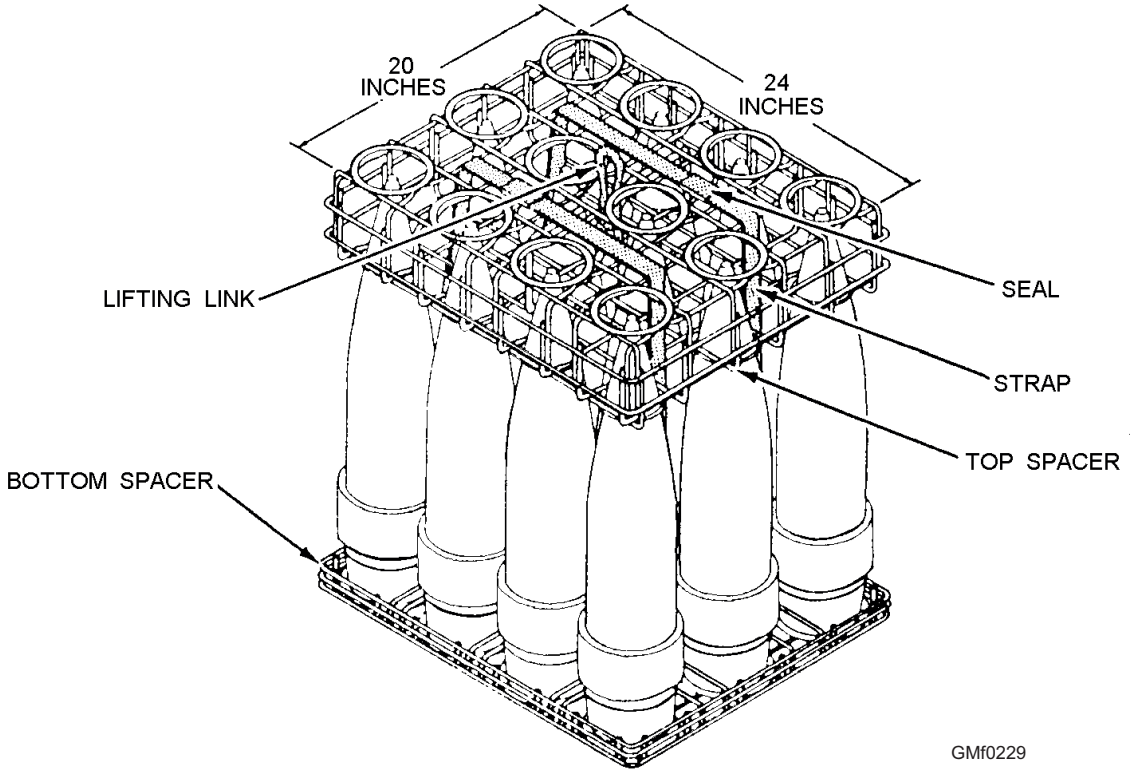

**Figure 2-29.—Mk 11 Mod 1 pallet adapter.**
**PALLET ADAPTERS**.—The Mk 11 Mod 1 top spacer used with the Mk 11 Mod 1 bottom spacer (fig. 2-29) makes a complete pallet adapter for handling rocket heads and projectiles. The top and bottom spacers are fabricated of steel wire. The bottom spacer has 12 recesses, each of which holds the base of a projectile. The top spacer has 12 equally spaced holders to receive and hold the noses of the projectiles in a vertical position. The top spacer is reversible; one side is used for rocket heads—the other for projectiles. There is a lifting link on each side of the top spacer.